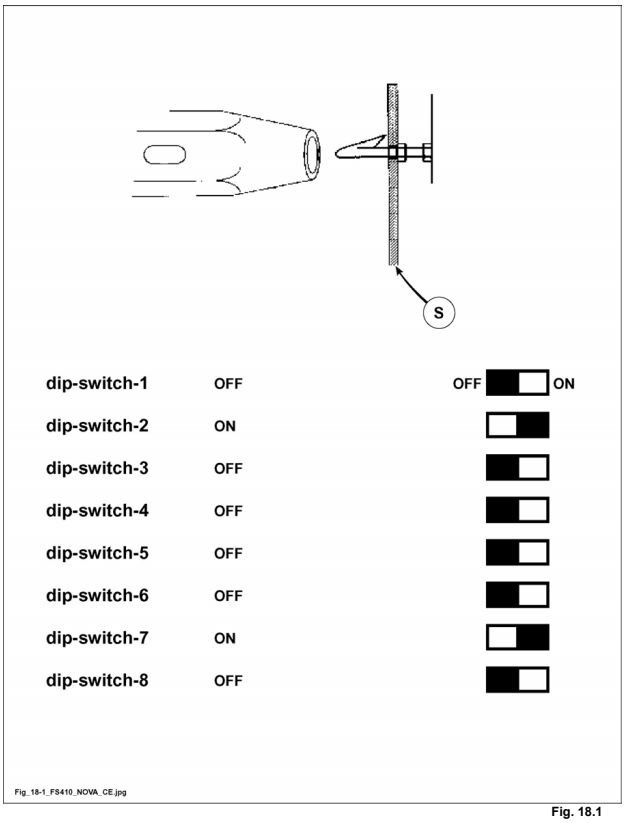

Fig. 18.1
3) Estrarre la scheda (S fig. 18.1) dai 4 supporti plastici di fissaggio per disimpegnare i quali è sufficiente far rientrare il dentino di bloccaggio. Si suggerisce di adoperare un piccolo tubo di plastica dell'apposito diametro (ex. esterno penna a sfera) (vedi fig. 18.1).
5) Procedere al posizionamento dei dip-switch come da schema fig. 18.1.